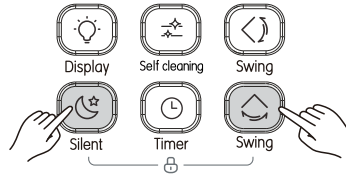

Figure 3.19
1) Press and at the same time to lock the button (see Figure 3.19), and the screen will display the lock icon ;